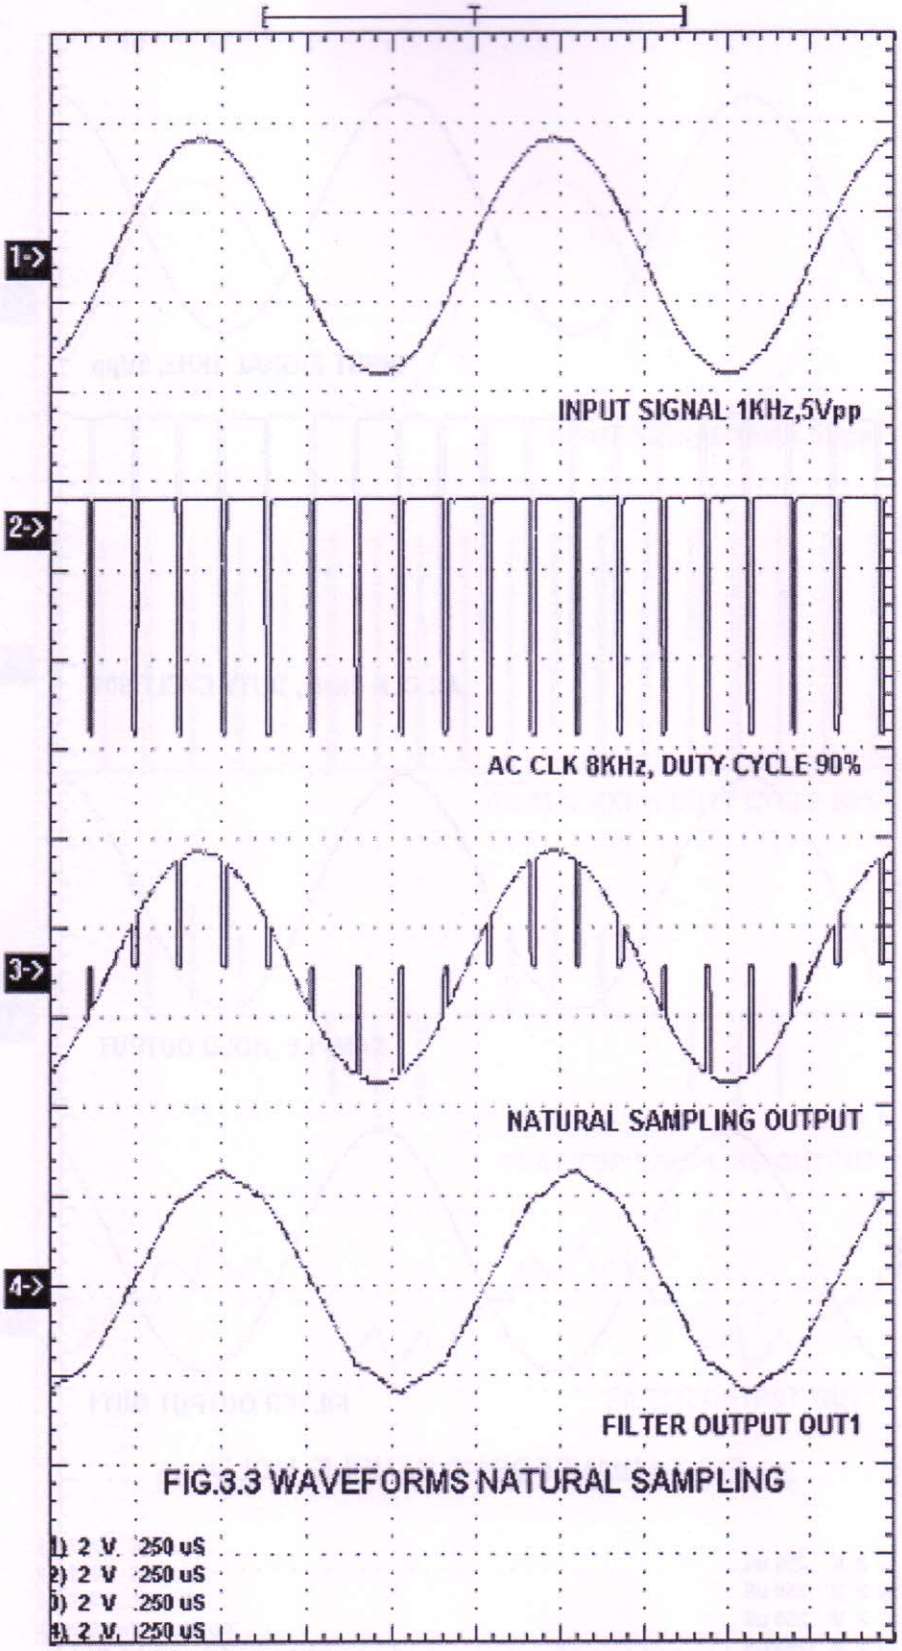

FIG.3.3 WAVEFORMS NATURAL SAMPLING
- Natural Sampled Signal and corresponding reconstructed output of 2nd order Low Pass Butterworth Filter. (Fig.3.3)